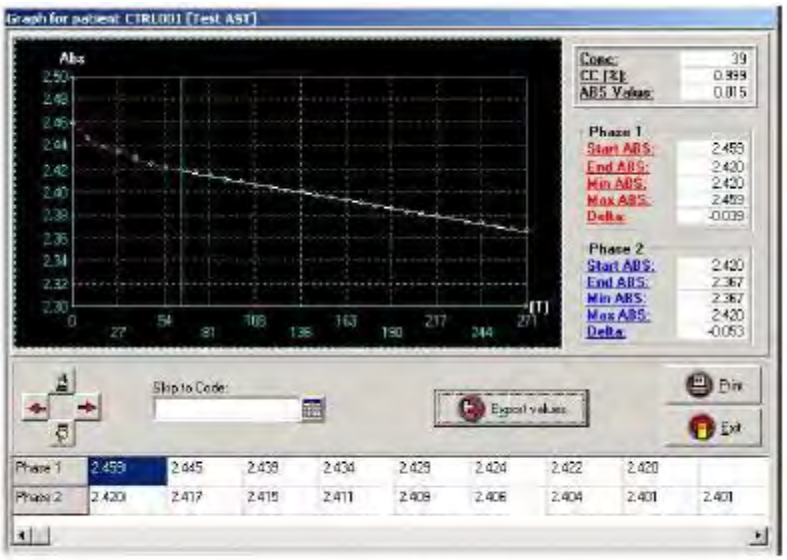

Figure 3-17
3.8.2 Descrição do Gráfico (Fig. 3-17)
3.8.4 Exportar reações de gráfico (Fig. 3-17)